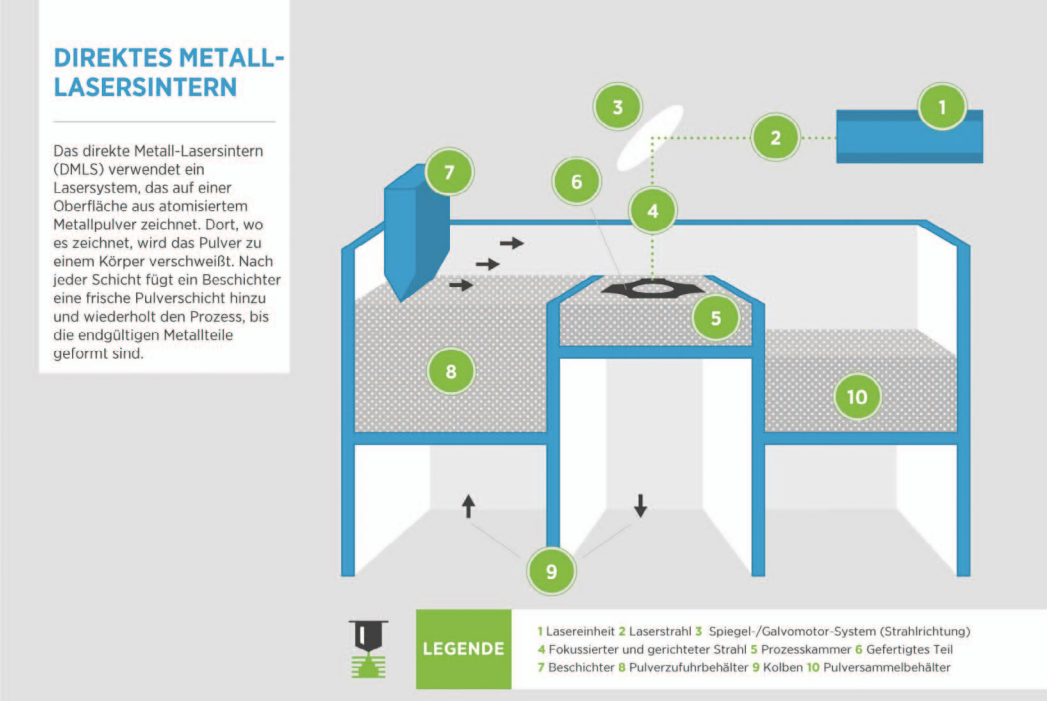

Bild 3: Direktes Metall-Lasersintern
- **Direktes Metall-Lasersintern** (Bild 3): Eine Faserlaseranlage zeichnet auf einer Oberfläche aus atomisiertem Metallpulver; das Pulver wird zu einem Festkörper geschweißt. Nach jeder Schicht fügt ein Beschichter eine frische Pulverschicht hinzu, bis ein endgültiges Metallteil geformt ist